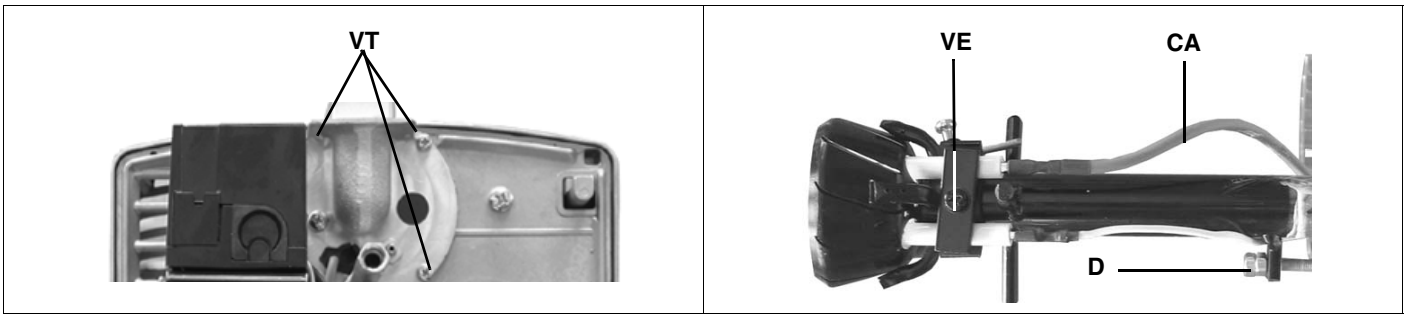

Рис. 16
- Заменяйте фильтр, если разница давления между точками 1 и 3 (Рис. 16) $\Delta p > 10$ мбар.